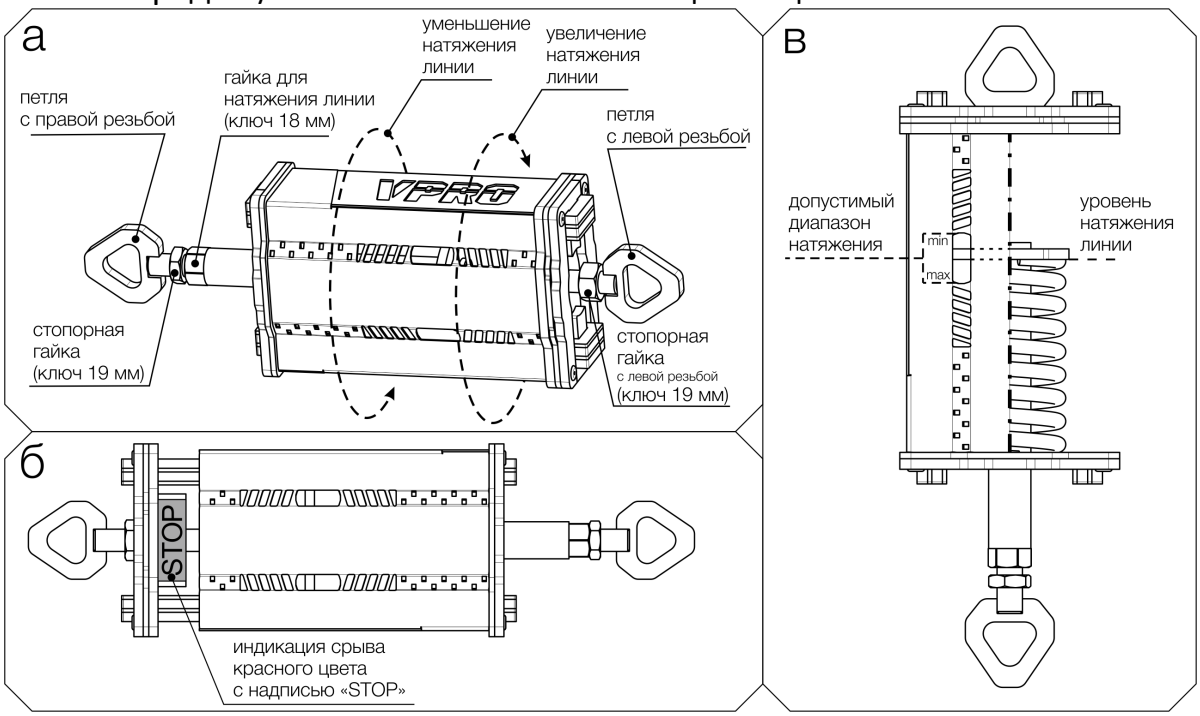

Рис. 5 Порядок установки и использования амортизатора vpro CL S01
1) Убедиться, что обе стопорных контр-гайки (рис. 5а) не препятствуют вращению резьбового соединения.
7) Провернуть корпус устройства относительно обоих петель. При вращении корпуса, петли не должны вращаться и должны быть параллельными друг другу. Вращение допускается производить как с использованием инструмента (вращая «гайку для натяжения» ключом 18 мм), так и без (вращая непосредственно корпус устройства). Направление вращения указано на рисунке 5а. Вращать необходимо до тех пор, пока индикация натяжения не окажется в диапазоне допустимого уровня натяжения (см. рис. 5в). При натяжении линии рекомендуется устанавливать минимально допустимый уровень натяжения.
Внимание! Амортизатор имеет встроенную индикацию срыва (см. рис. 5б). В случае срыва амортизатора, дальнейшее использование анкерной линии категорически запрещено.